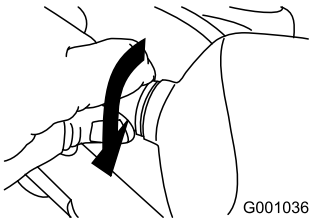

Figur 59
5. Drei lyspærens base med klokken til den sitter tett (Figur 59).